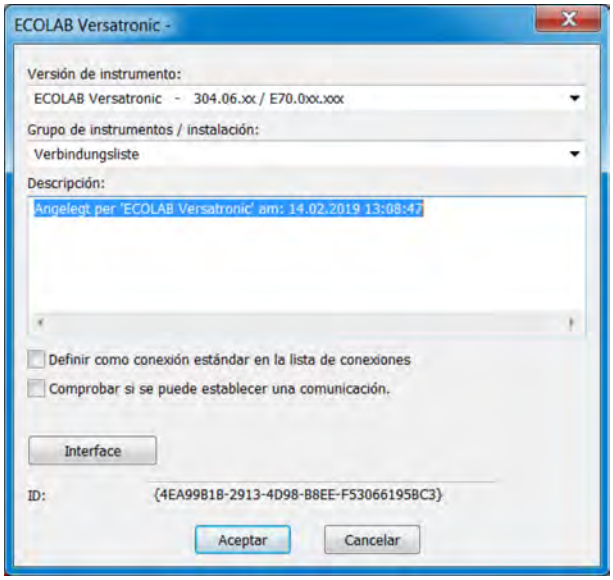

Fig. 113: Nuevo dispositivo
1. Efectúe los ajustes del nuevo dispositivo y haga clic en «Interfaz» (véase Fig. 113).